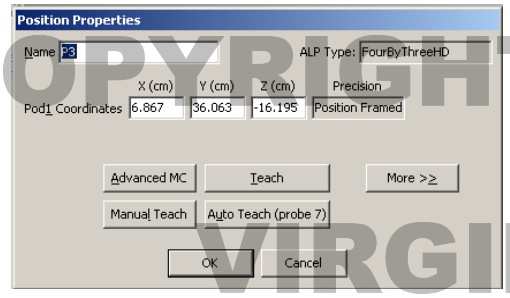

Figure 3. Position properties for framing.
2.4 Double-click on position P3 and the framing window will open (Figure 3). Depending on the position selected (e.g., P3 versus P10), the Auto Teach button will indicate which probe is to be used. The probe numbers begin at #1 in the back and end at #8 in the front-most position.
2.7 Click on the Auto Teach button (shown in Figure 3).